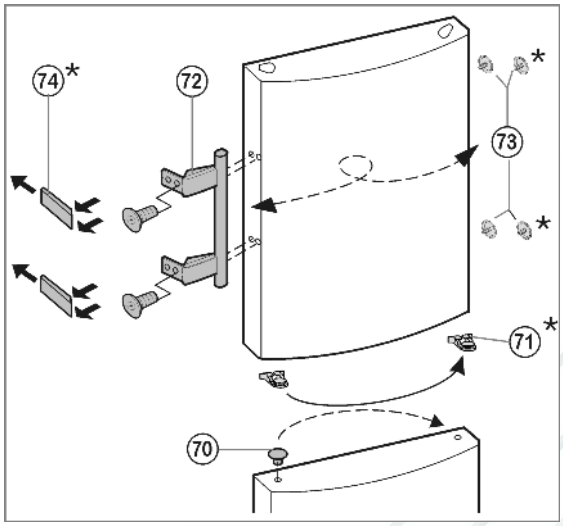

Fig. 10
▶ **На нижней дверце: Извлеките** пробку *Fig. 10 (70)* из опорной втулки дверцы и переставьте.
▶ **На обеих дверцах: Снимите и переставьте на противоположную сторону** дверную ручку *Fig. 10 (72)*, пробку *Fig. 10 (73)* и прижимные пластины* *Fig. 10 (74)*.